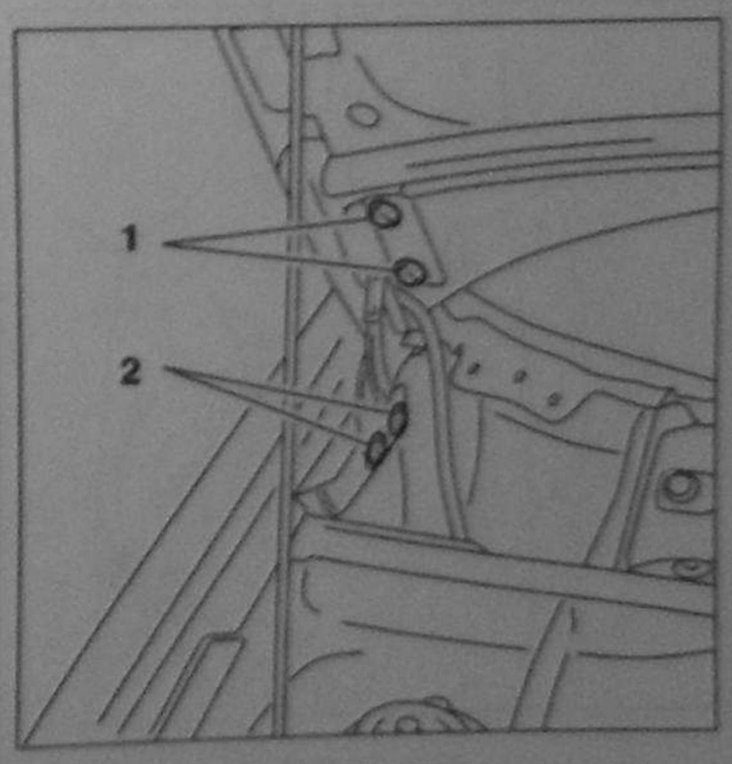

Рис. 10.4. Снятие и установка капота.
1. Снимите винты **1** (рис. 10.4).